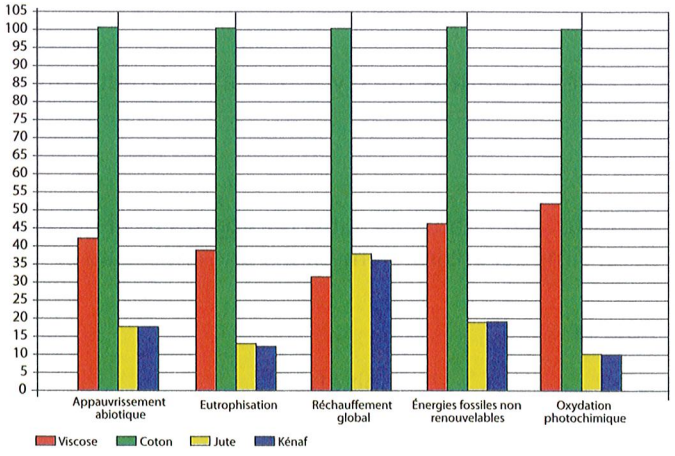

Figure 4 : Impacts environnementaux dus à différents types de toiles
2. D'après la **figure 4**, quel type de matériau faut-il utiliser pour la toile pour diminuer le bilan environnemental ?